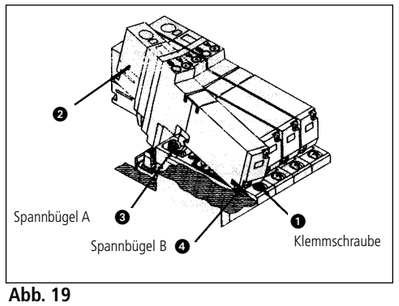

Abb. 19
Magnetventil ausbauen (Abb. 19)
Die Ventilklemmschrauben (unverlierbar) ❶ (Abb. 19) lösen und herunterdrücken. Den Ventilkörper am Spulenende ❷ (Abb. 19) anheben und das Ventil aus der Anschlussplatte nehmen.
Magnetventil einbauen (Abb. 19)
Die Spannbügel ❸ (Abb. 19) durch Herunterdrücken der
Klemmschraube ❶ (Abb. 19) öffnen und den Haken an der Endplatte des Ventils schräg in die Spannbügel B 4 (Abb. 19) einführen.
Den Ventilkörper nach unten drücken und die Klemmschraube ❶ (Abb. 19) loslassen. Die Schraube auf folgendes Anzugsmoment festziehen: